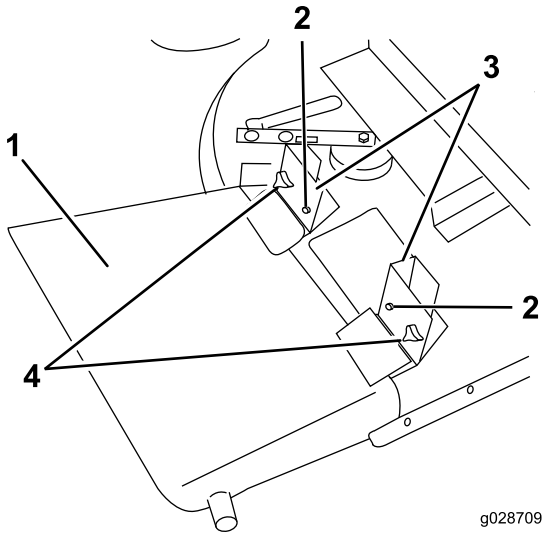

Figur 20
2. Skub græsdeflektoren og drejebeslagene på justeringsboltene, og fastgør dem til monteringsbeslagene med knapper og spændeskiver (Figur 20).